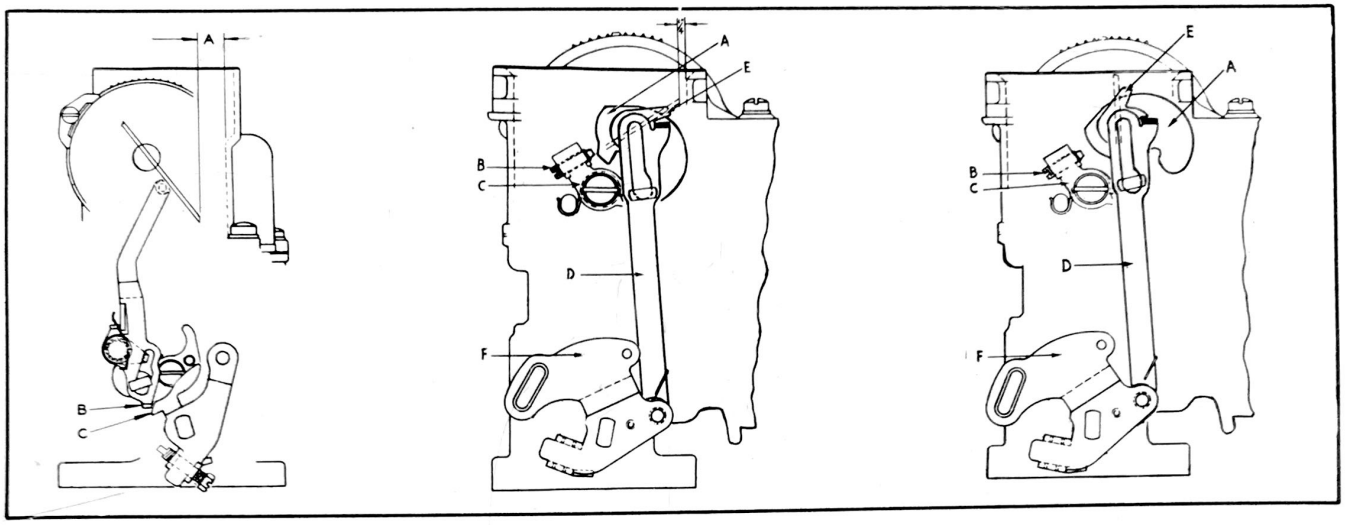

Figure 68
UNLOADER ADJUSTMENT - Models 10, 18. There should be 7/16" clearance at (A) Fig. 68, between the lower edge of the choke valve and the inner wall of the air horn with the throttle valve wide open.
Adjustment can be made by bending the lip at the lower end of the fast idle link to give 1/32" clearance between the lip (B) Fig. 68, and the throttle lever lock (C). Throttle and choke valves wide open. Use tool J 787 for bending.